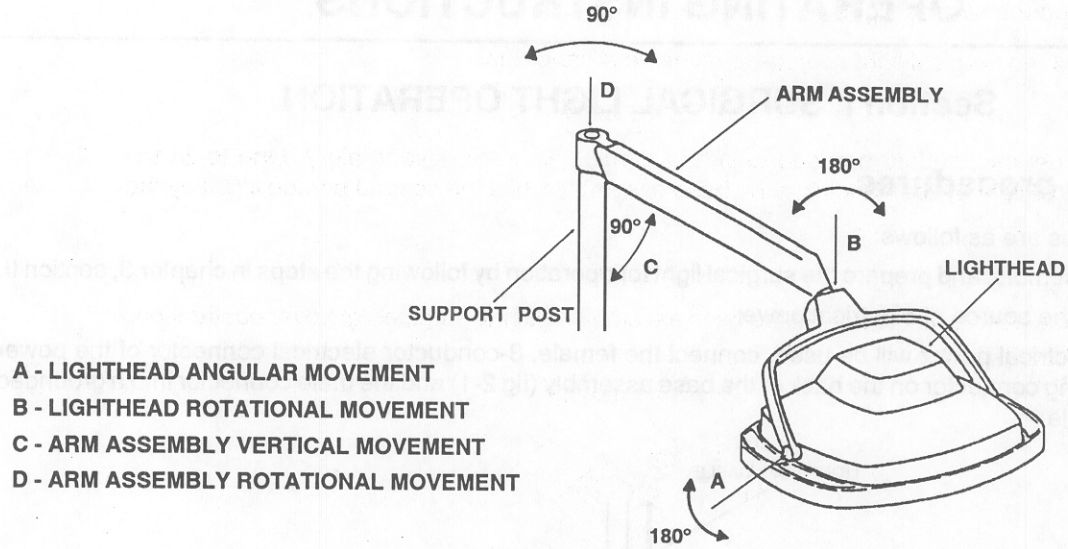

Figure 2-2. Rotational and angular movements.
g. Select the area to be illuminated using the lighthead and arm assembly movements illustrated in figure 2-2.